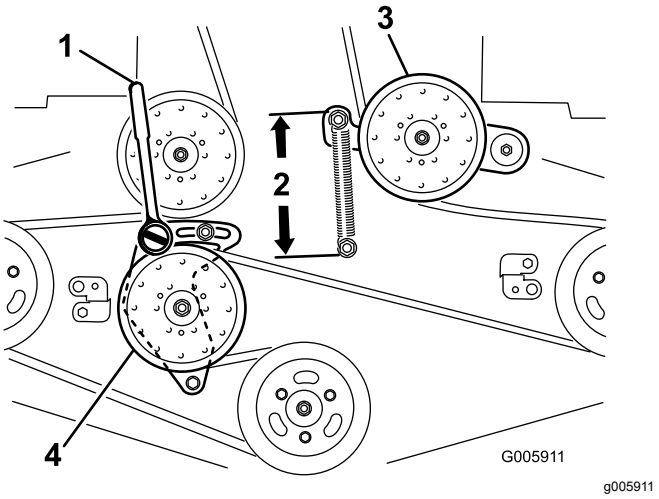

Figuur 85
6. Draai de arm van de vaste spanpoelie los en beweeg deze om de spanning eraf te halen (Figuur 85).
9. Plaats een dopsleutel met een kort verlengstuk of een onderbrekerstang in het vierkante gat in de arm van de vaste spanpoelie (Figuur 85).
11. Om de riemspanning te vergroten, draait u de dopsleutel of onderbrekerstang linksom zodat de arm van de vaste spanpoelie beweegt totdat de afstand tussen de haken van de veer 16,5 cm bedraagt (Figuur 85).